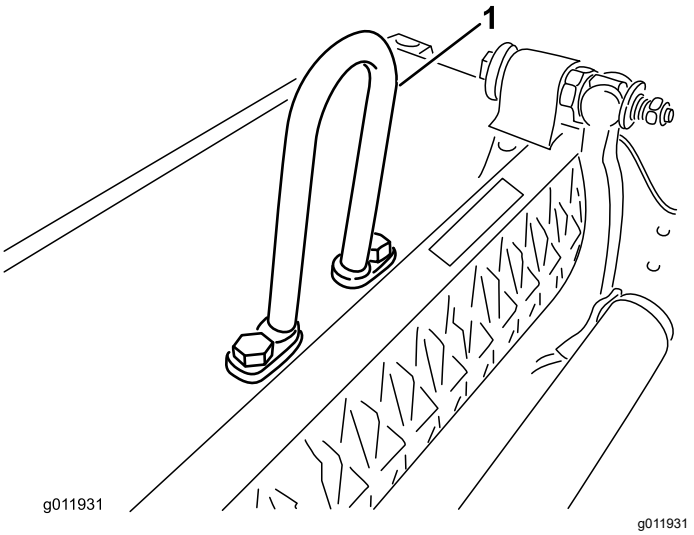

Bild 5
- Ein **Haltegelenk** (Teilenummer 105-5740) wird für die Zugmaschinen Greensmaster 3000, 3000-D, 3050, 3100, 3150 und 3150-Q benötigt (es wird mit den obigen Greensmaster-Zugmaschinen geliefert), wie in Bild 5 dargestellt.